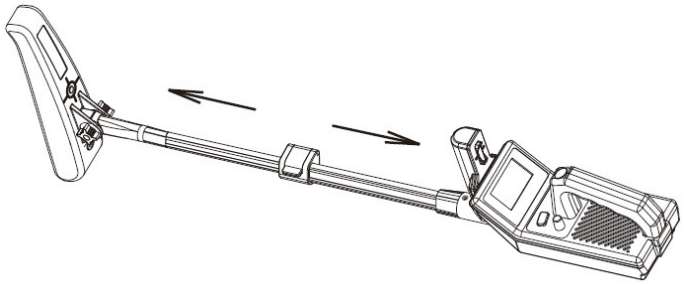

Figure 7
1. Desserrez l'écrou de blocage et déployez la canne au maximum (voir figure 7).